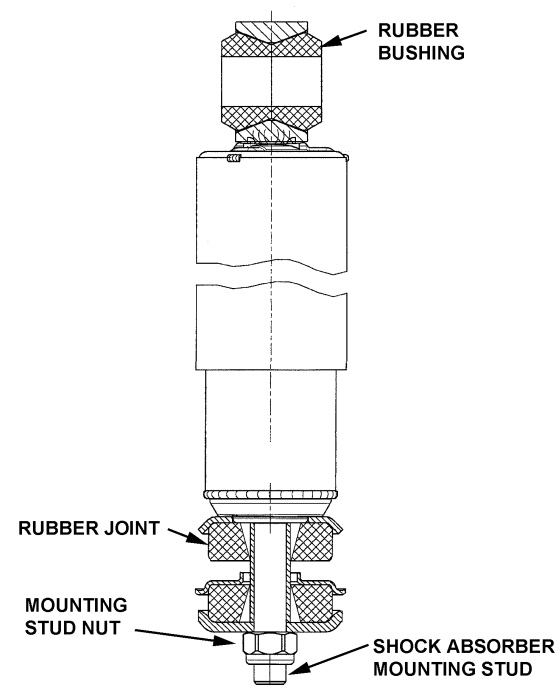

**FIGURE 34: SHOCK ABSORBER** 16112
5. Install the shock absorber as shown in Figure 34 with the mounting stud protruding through the hole in the mounting bracket and the shock absorber eyes over the mounting pins. Install the outer washer.